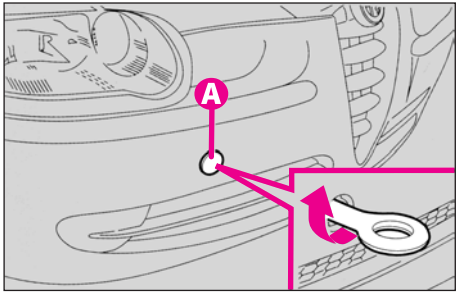
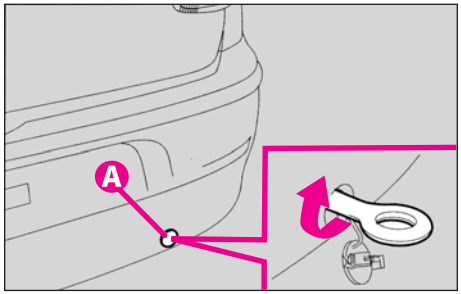

fig.44
fig.45
- scoateți capacul (**A**) fixat în față (**fig. 44**) sau pe bara de protecție din spate (**fig. 45**). Pentru a face aceasta, folosiți șurubelnița cu lama plată din dotare, acoperindu-i vârful cu un material moale pentru a evita zgârierea mașinii.